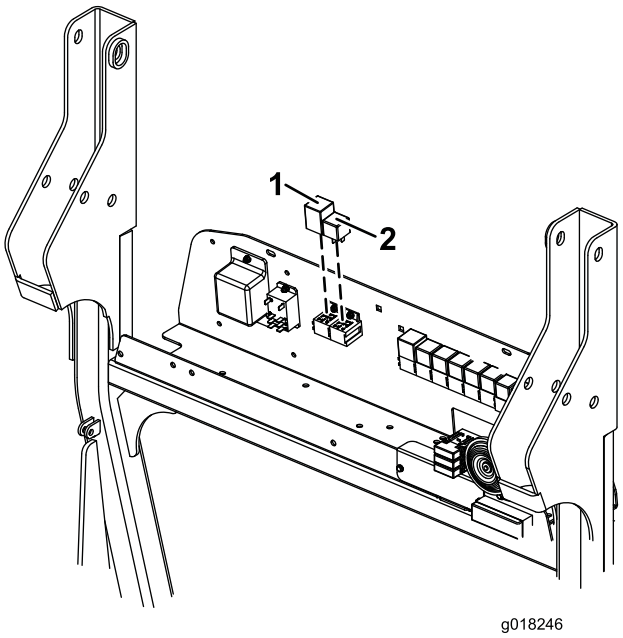

Figura 10
5. Ligue o relé dos piscas ao encaixe vazio do relé do lado esquerdo e o relé mais curto standard no encaixe do relé vazio do lado direito (Figura 10).